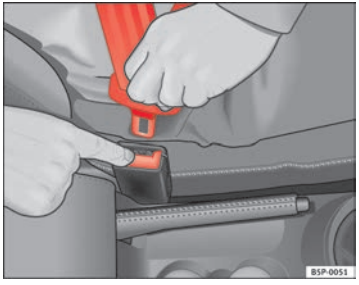

Fig. 15 Retirar la lengüeta del cierre del cinturón
– Pulse la tecla roja que hay en el cierre del cinturón ⇒ página 26, fig. 15. La lengüeta del cierre es expulsada hacia fuera ⇒ ⚠.